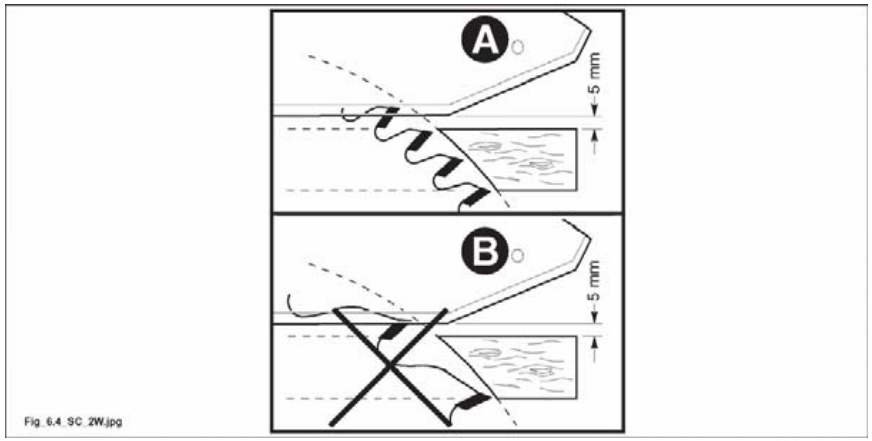

Abb. 6.4
- Was die Wahl der Verzahnung betrifft, sollen mindestens 2-3 Zähne gleichzeitig schneiden (A Abb. 6.4). Schneidet nur ein Zahn, so kann kein guter Schnitt erzielt werden (B Abb. 6.4).